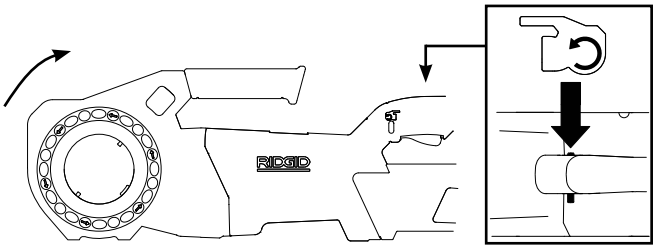

Figura 5A – Posizione interruttore AVANTI (Senso orario)
- Spostare l'interruttore scorrevole Avanti/Indietro in posizione Avanti. Premere e rilasciare l'interruttore ON/OFF. Confermare che l'unità di trasmissione ruoti nella giusta direzione *(vedere Figura 5A)* e che si arresti al rilascio dell'interruttore.